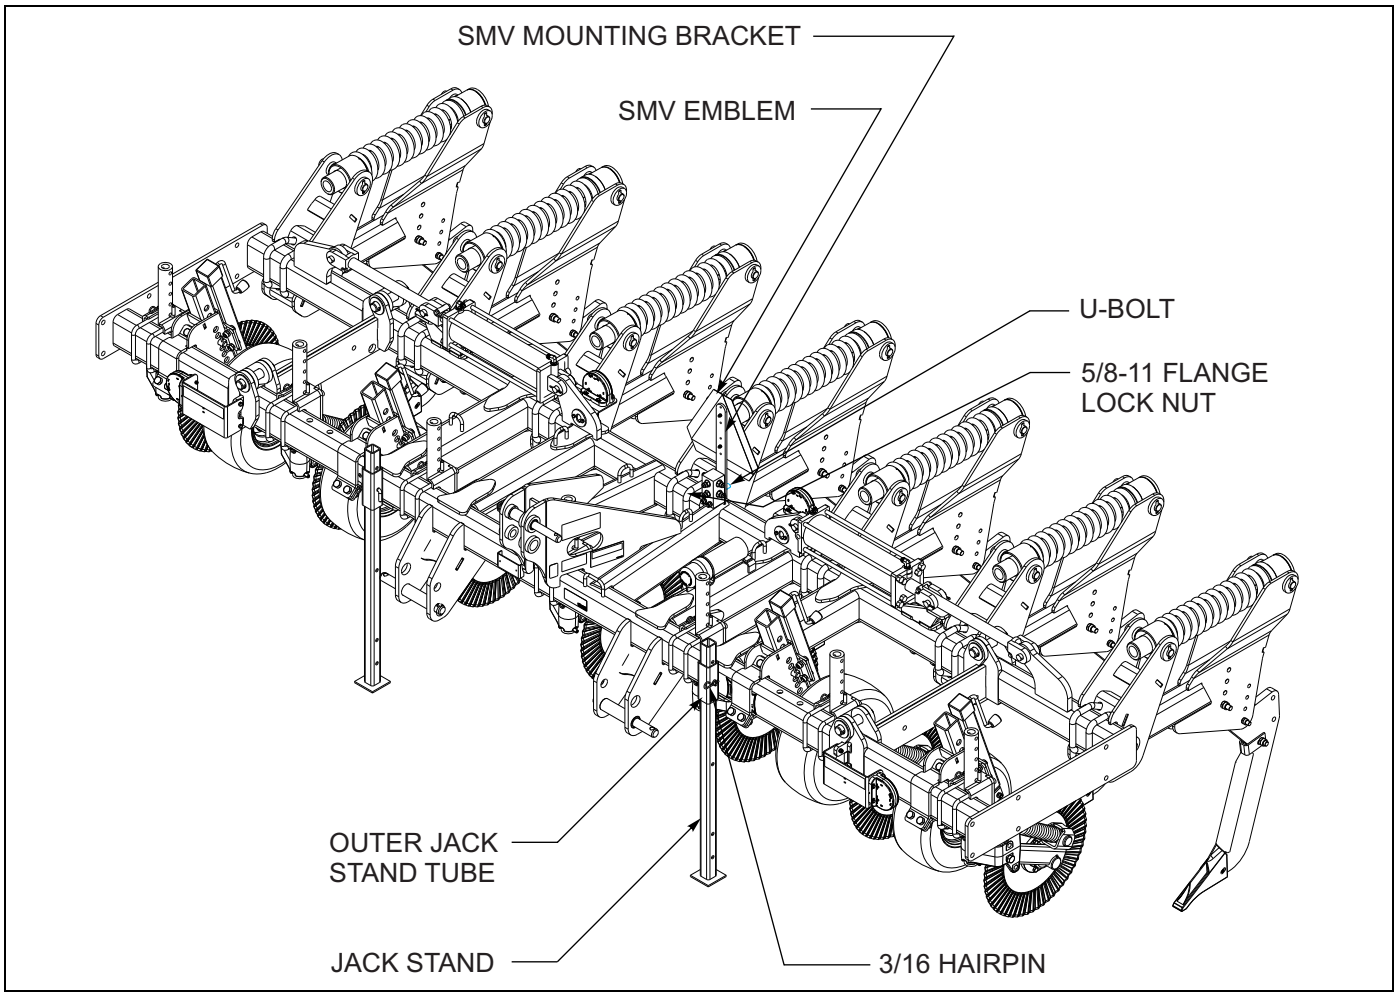

Figure 3-1: 2511 Series Parts Identification
3. Insert jackstand through bottom of outer jackstand tube and pin at desired level with rigid gauge adjustment pin and 3/16 hair pin cotter **(See Figure 3-1.)**
1. Attach the SMV mounting bracket at a point where emblem is visible from rear of machine, using u-bolt and 5/8-11 flange head serrated nuts **(See Figure 3-1.)**